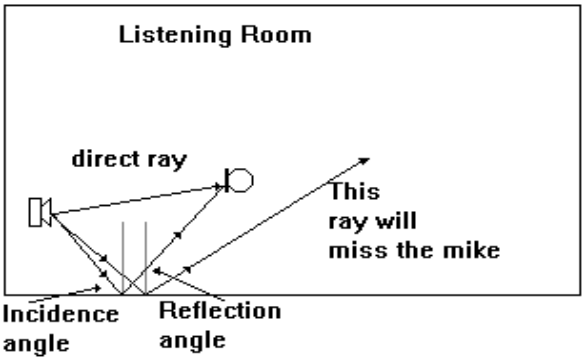
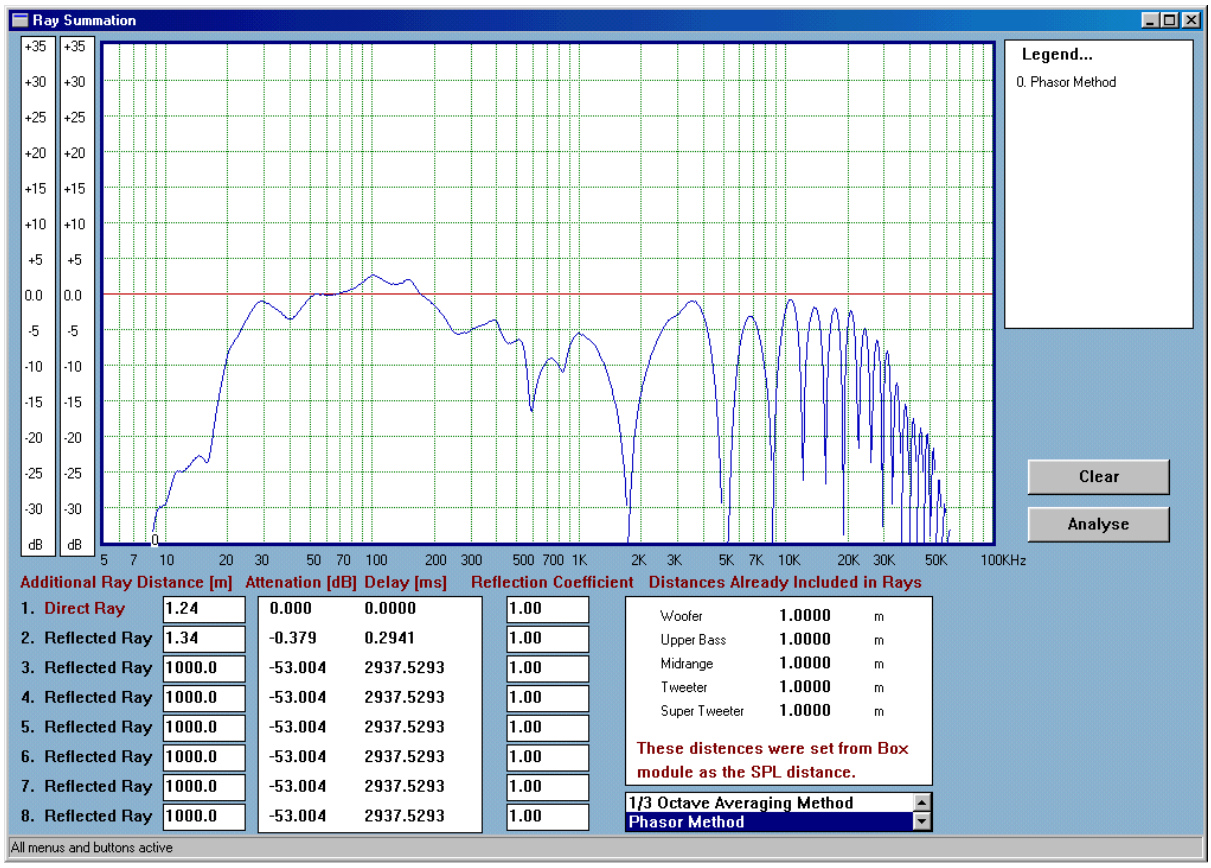

Figure 14.8 Incident and reflection angles.
Fig 14.9 Two rays added – path difference 10cm
From the theoretical point of view, below 300 Hz, the average listening room must be considered as a resonant cavity. In this frequency range, reflections result in standing waves and the room becomes a resonating chamber. Above 300Hz the Ray-Tracing Model becomes more useful. Here, we assume that the ray's incident angle is the same as the reflection angle. In the home situation, the shape and size of the listening room are already fixed. For the purpose of reviewing the issues associated with room acoustics in mid-frequency range, we would like to start with a simple case depicted in Fig 14.8. Let's assume that there are only two audio paths arriving at the test microphone.
If the reflecting surface is hard, there is no phase change between incident and reflected rays. Please note that the two angles are equal, so not every ray will reach the microphone. Figure 14.8 depicts the case, where two rays are combining at the microphone: (1) direct ray and (2) single ray reflected from the floor. The difference in length between these two paths is 10 cm. The 10 cm distance happens to be half of the wavelength (180 deg shift) of 1700Hz sinewave. If we add two sinewaves of the same frequency and shifted 180 deg, the result should be total cancellation. Indeed, this is clearly depicted in Fig 14.9. The first null occurs at 1700Hz followed by a +6dB peak at 3400Hz. At 3.4kHz the 10cm distance is equivalent to 360 deg phase shift, so both waves combine constructively. Next, another null occurs at 5100Hz, as the phase shift over 10cm distance equals 360+180 deg (phase reversal) and so on.